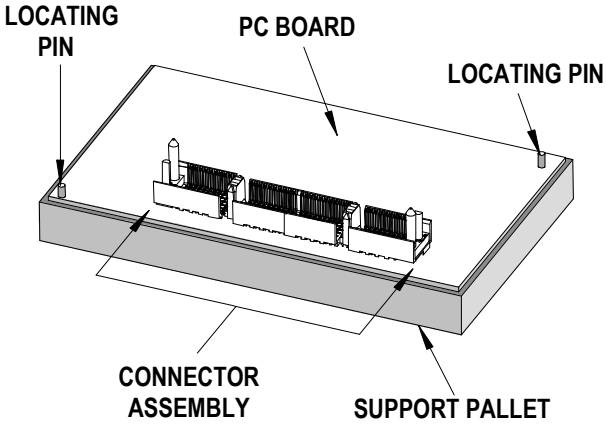

**Figure 2-6**
2. Locate the pre-loaded board into the support pallet. See Figure 2-6.